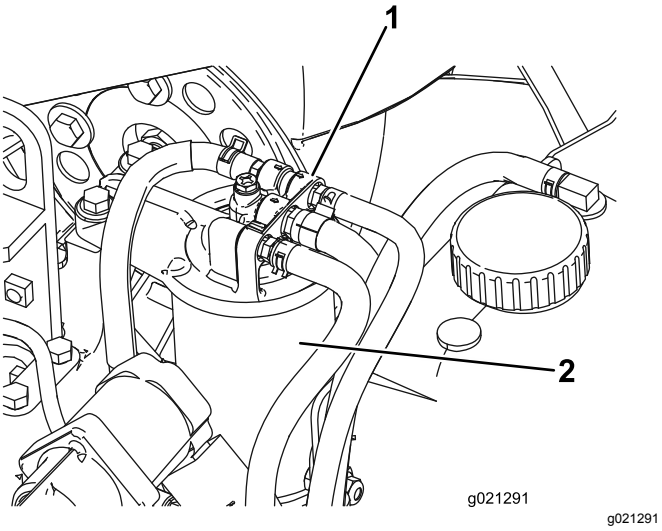

Figur 63
1. Gör rent området kring bränslefilterhuvudet (Figur 63).
2. Demontera filtret och rengör filterhuvudets monteringsyta (Figur 63).